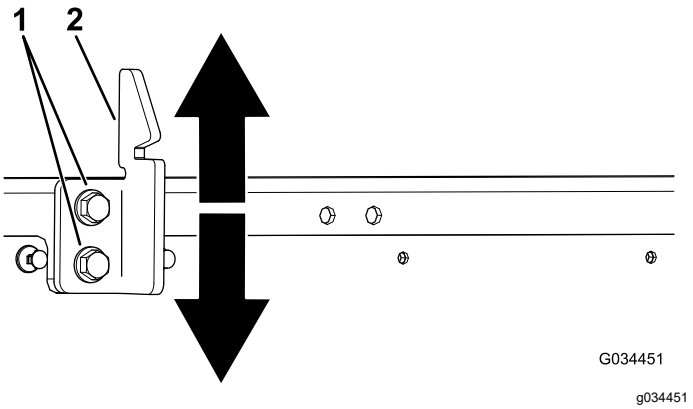

**Figuur 53**
3. Zet de 2 bouten op het stootvlak van de laadbakgrendel los en zet het stootvlak zoals vereist naar boven of naar beneden (Figuur 53).
4. Draai de 2 bouten van het stootvlak van de laadbakgrendel vast (Figuur 53).